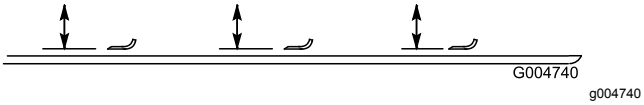

Figur 89
2. Roter kniven til endene vender fremover og bakover og mål fra innsiden av klippeenheten til kniveggen på forkanten av kniven (Figur 89).